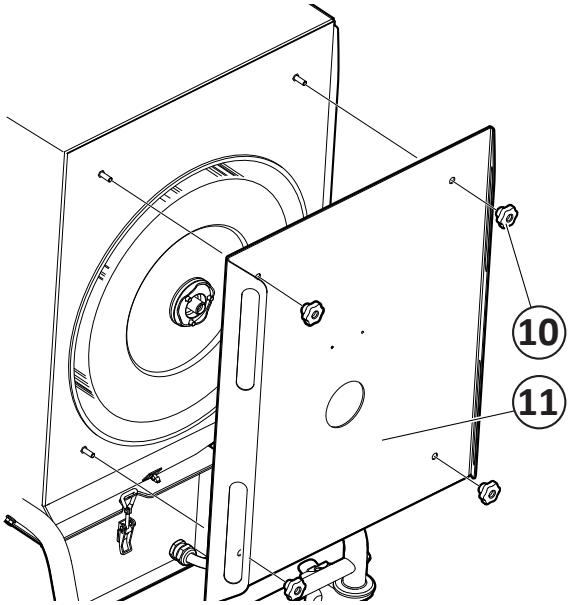

Fig. 20
5. Die Sicherungsmuttern (6) für die Abdeckplatte (7) losschrauben.
6. 6. Das Lager (8) abmontieren.
7. Den Drehknauf (10, **Fig. 20**) losschrauben und den Filterabdeckung (11) abnehmen.
5. Setze die Abdeckung wieder ein und schraube sie an das Gehäuse. Stelle sicher, dass die Filterpatrone zentrisch zur Öffnung in der Abdeckung liegt und überprüfe , dass die Dichtung korrekt zwischen Abdeckung und Gehäuse sitzt. Siehe **Fig. 20**.
6. Setze die Abdeckung wieder ein und schraube sie an das Gehäuse. Stelle sicher, dass die Filterpatrone zentrisch zur Öffnung in der Abdeckung liegt und überprüfe , dass die Dichtung korrekt zwischen Abdeckung und Gehäuse sitzt. Siehe **Fig. 20**.